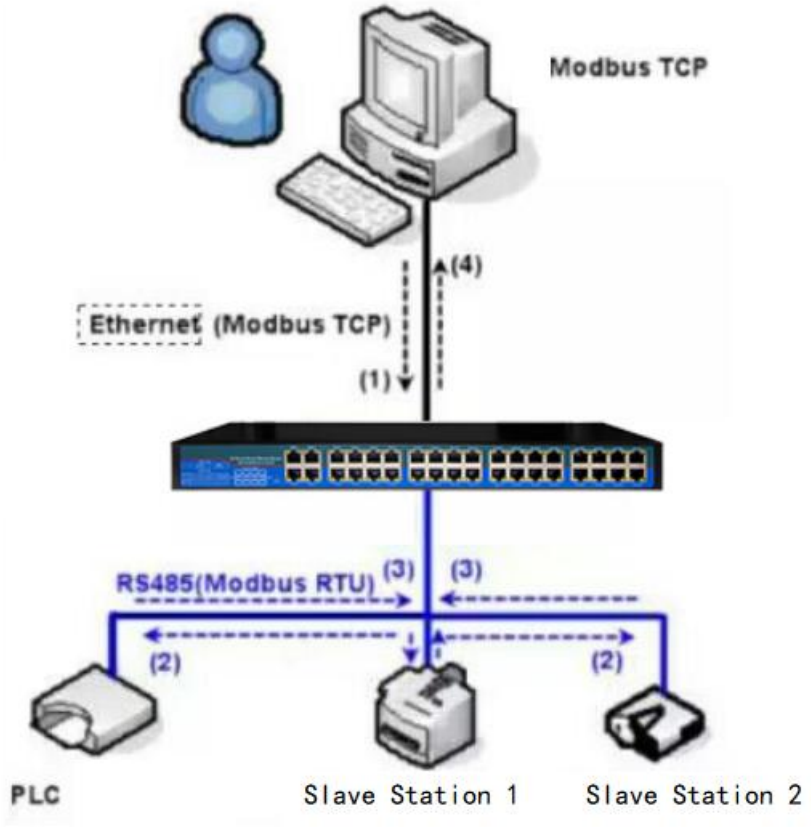

Figure 40 存 Storage Modbus gateway working ways
As shown in Figure 40, the normal Modbus TCP data flow direction is (1) (2) (3) (4). That is, the Modbus TCP command is first converted into the corresponding command of Modbus RTU, and then the device responds to the Modbus RTU command to the Modbus gateway, and then the Modbus gateway is converted into Modbus TCP and sent to the monitoring host computer.